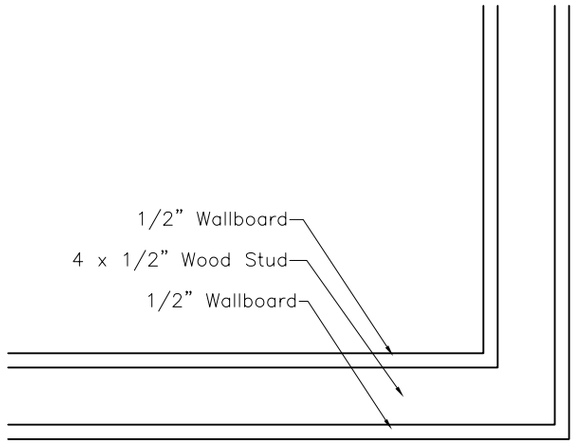

Figure 17-15 *Multiline style created for Example 1*
12. Choose the **OK** button from the **Multiline Style** dialog box to return to the drawing area. To test the new multiline style, use the **MLINE** command and draw a series of lines (Figure 17-15).